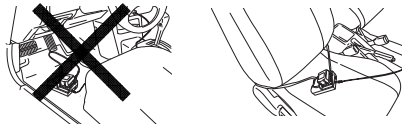

Fig. 9
- Secure the battery charger in place in the car. Use the strap supplied with the battery charger to fasten the battery charger in place and prevent it from moving inadvertently. (See **Fig. 9**)